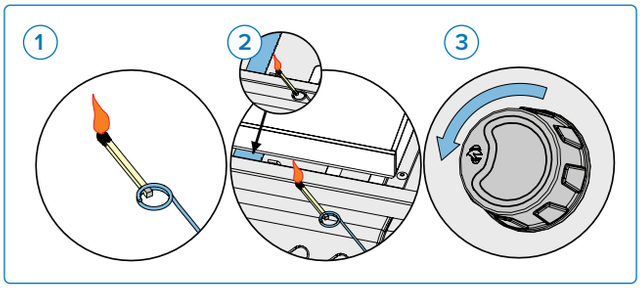

Fig. 7
3. Mientras gira el mando del quemador correspondiente a la posición alta. **(Fig. 7).**